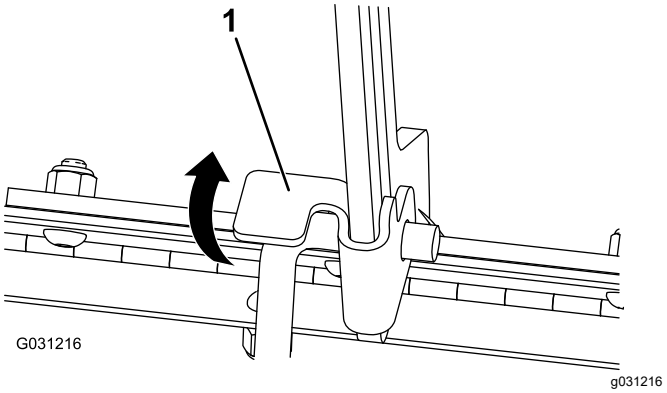

Figur 33
1. Lyft upp fliken som håller stöttan på plats (Figur 33)